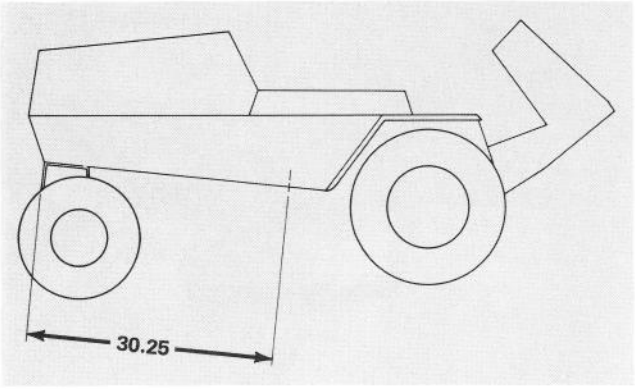

Figure 13
3. Drill two (2) .406" (10.3 mm) holes through bottom flange of the frame side channels at indicated locations (Fig. 13).